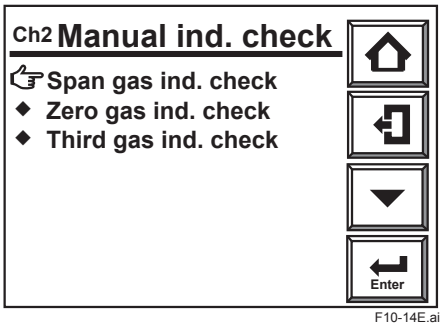

Figure 10.14 Manual Span Ind. check
6) Select [Span gas ind. check] and touch the Enter key. A display like Figure 10.14 appears.